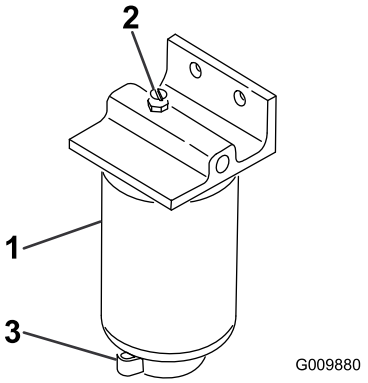

Figur 63
2. Lossa avtappningsventilen i botten på filterskålen (Figur 63).
1. Rengör området där filterskålen ska monteras (Figur 63).